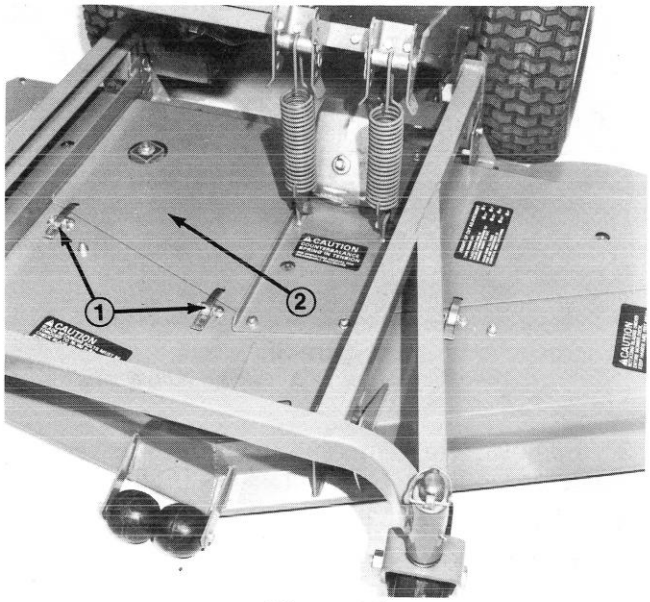

Figure 39
2. Release and unhook latches securing center cover to top of cutting unit (Fig. 39). Remove cover from cutting unit.
3. Release and unhook latches securing center and left covers to top of cutting unit. Remove covers. (Fig. 39).
2. Release and unhook latches securing center cover to top of cutting unit (Fig. 39).